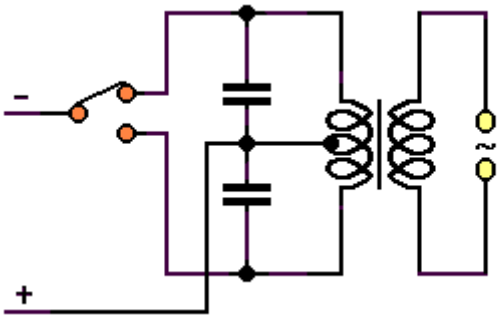

Abb.2: mechanischer Zerhacker
d. Will man mit der Schaltung andere Verbraucher betreiben, so benutzt man den Aufbau nach Abb.2. Erläutern Sie den Aufbau.